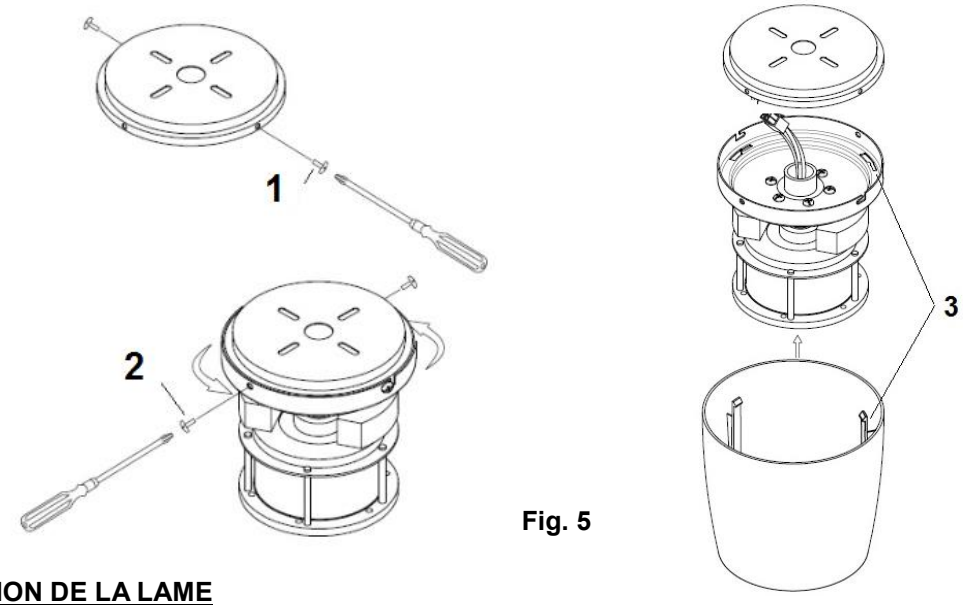

Fig. 5
- Desserrer les deux vis (2) du support de montage . Fig. 5
- Desserrer deux vis (1) de la moitié du fil du support de montage. Fig. 5
- Soulevez la plaque de suspension du ventilateur ensemble jusqu'au support de montage et de laisser la fente en forme de L sur la plaque de suspension passer par les vis (1) sur le support de montage. Tournez la plaque de suspension jusqu'à ce qu'il se verrouille en place à la section d'extrémité de la fente en forme de L et fixez-le en serrant les deux vis (2). Éviter d'endommager le câblage électrique préparé précédemment.
- Fixez Enfin, le Boîtier du moteur à la plaque de suspension et fixez-le en appuyant sur les crochets (3) dans les trous à sous et la tourner dans le sens antihoraire.